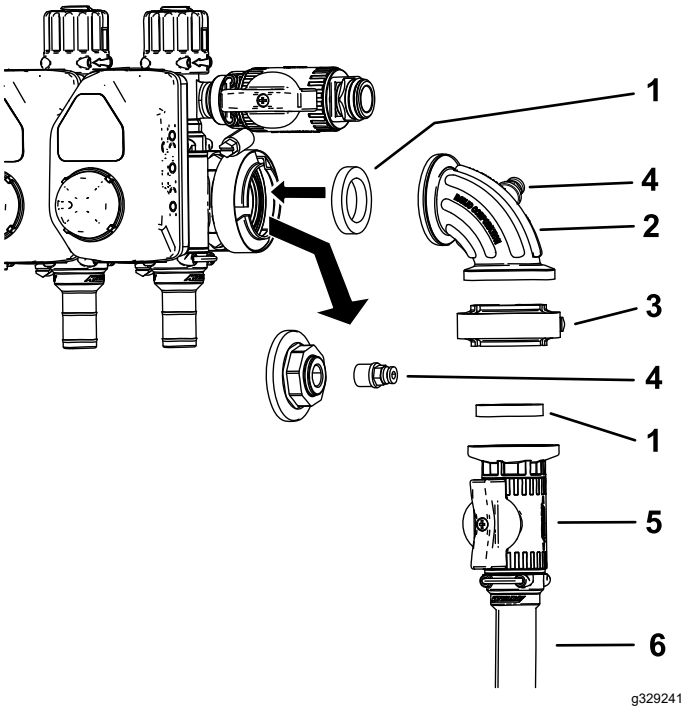

Figure 21
9. Disconnect the cap and coupler from the pressure-gauge port (Figure 21).
10. Install the control valve assembly as shown in Figure 21.
11. Install the coupler into the open port on the 90-degree fitting (Figure 21).